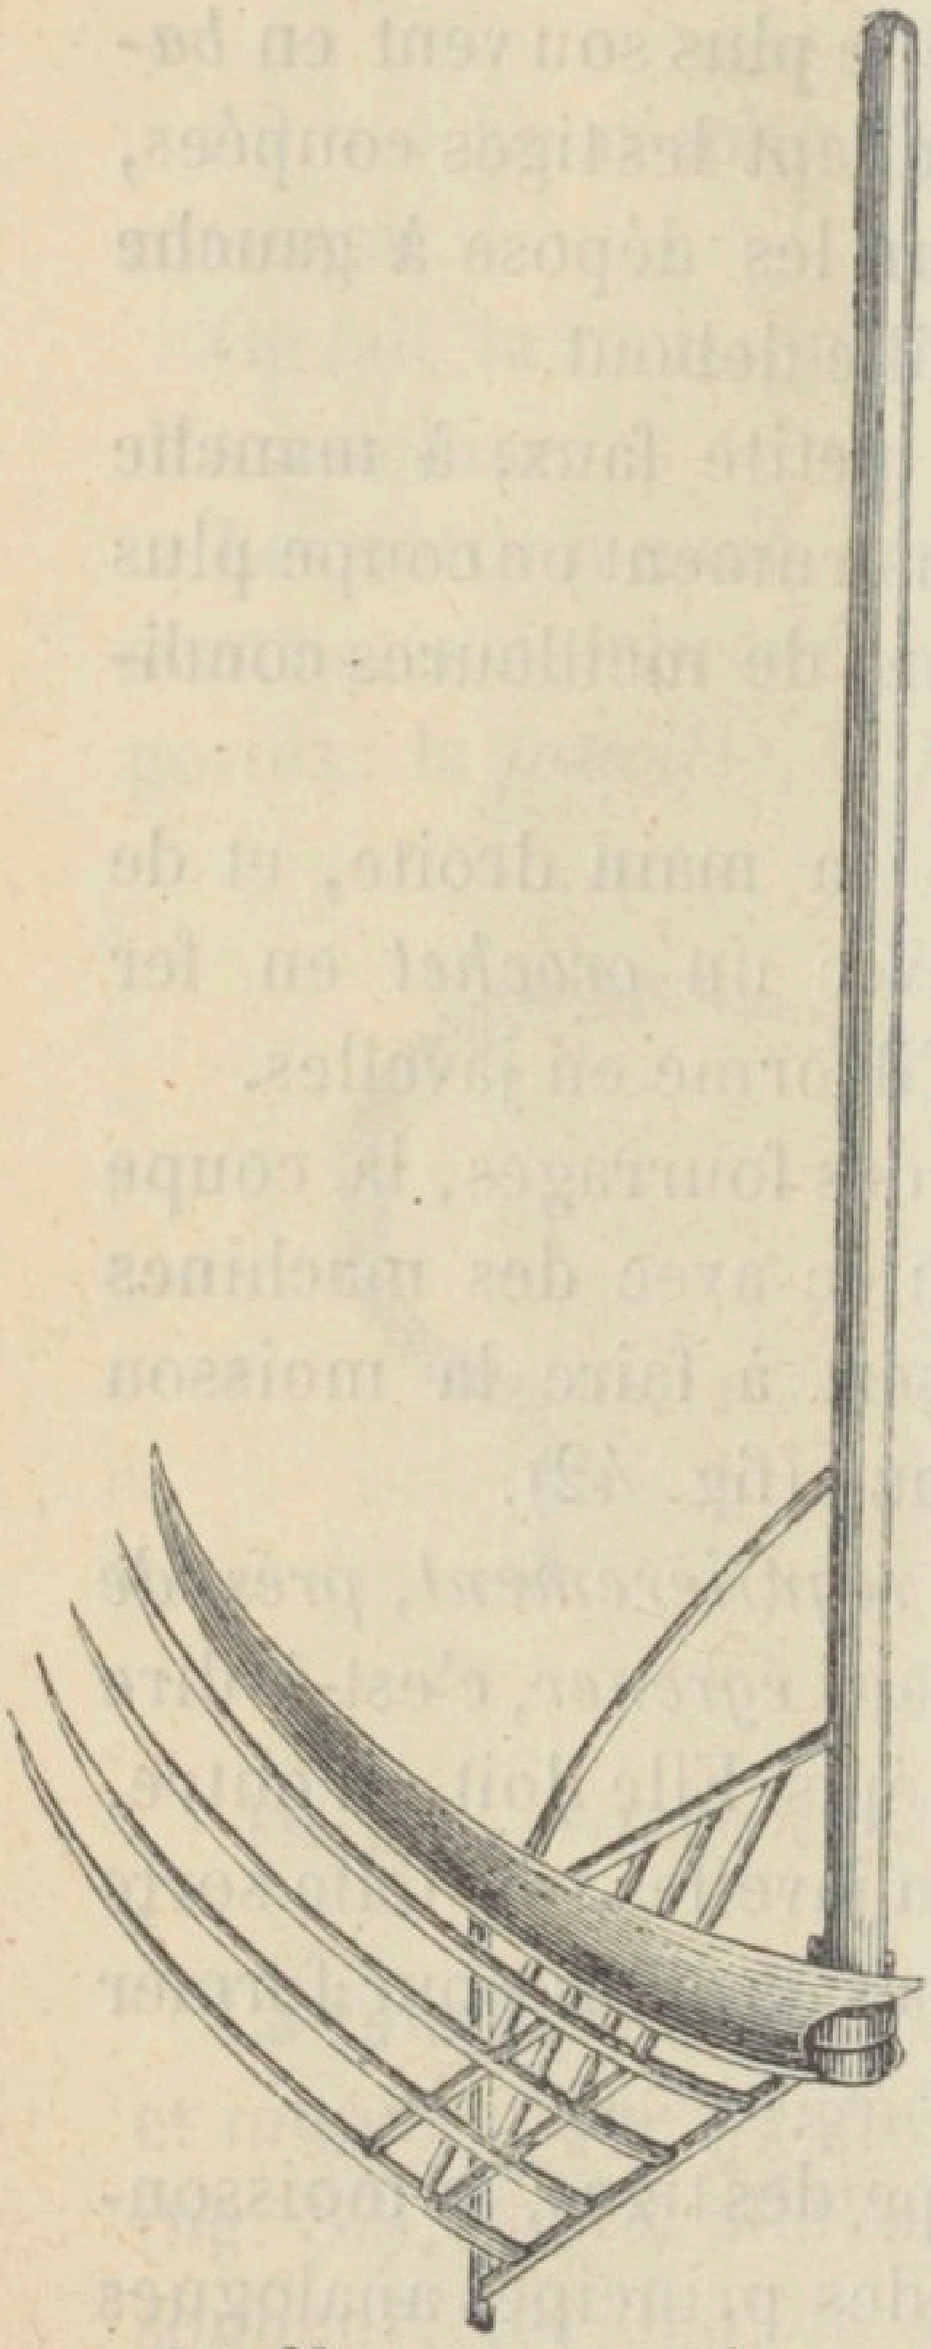

Fig. 39. — Faux armée.
53. — La **faux** qui sert à couper les céréales est *armée* (fig. 39), c'est-à-dire garnie d'une *monture*. Cette monture consiste le plus souvent en *baguettes recourbées*, qui soutiennent les tiges coupées, jusqu'à ce que le moissonneur les dépose à gauche sur le sol. Le faucheur travaille debout.